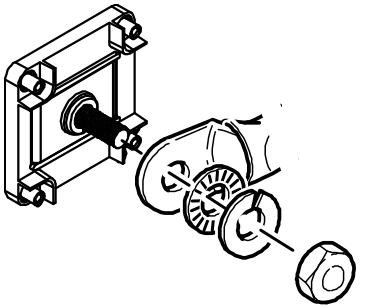

Figure 8 DC Cable Connections
Use only appropriately sized copper cable. Loose connections, improper connections, and under-rated cables will overheat. Make sure that the supplied bolts on the inverter/charger are tightened to a torque of 15–16 ft-lbs (20.4–21.7 Nm). Torque all other connections to the manufacturer's specifications. Make sure the DC cable, washers, and bolt are assembled in the order shown in Figure 8.
4. Connect one connector on the POSITIVE (+) cable to the POSITIVE DC terminal on the inverter/charger, as shown in Figure 8. The connector goes on first, then the flat washer (steel), lock washer (steel), and 3/8" bolt (brass).
6. Connect one connector on the NEGATIVE (–) cable to the NEGATIVE (–) DC terminal on the inverter/charger, as shown in Figure 8. The connector goes on first, then the flat washer (steel), lock washer (steel), and 3/8" bolt (brass).